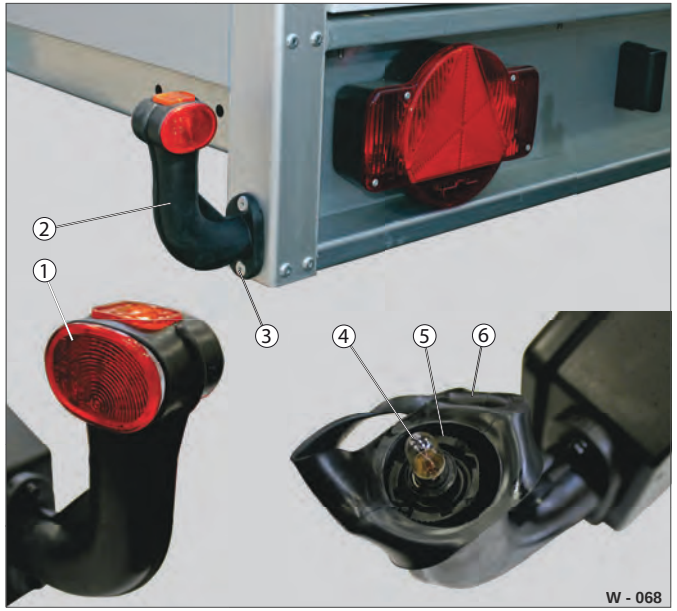

Fig. 70 Konturlygte / gummisokkel bagest
- ▶ Sprøjt silikonespray på gummibeskyttelsen (Fig. 70 /6) - det letter afmonteringen og monteringen.
- ▶ Træk gummibeskyttelsen af lygtemodulet (Fig. 70 /1) ved hjælp af et værktøj.
- ▶ Drej pæren (Fig. 70 /4) ud af forskruningen (Fig. 70 /5), og udskift den.